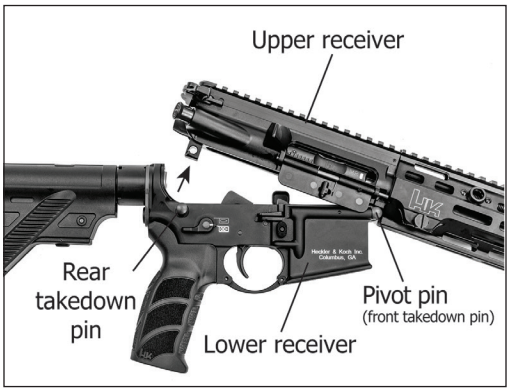

Fig. 40 – Closing Upper and Lower Receiver
c. Mount the lower receiver to the upper receiver. Drift the pivot pin from right to left until the pin reaches its limit of lateral travel. The tip of the pivot pin should be visible on the left-hand side of the lower receiver (Fig. 40).